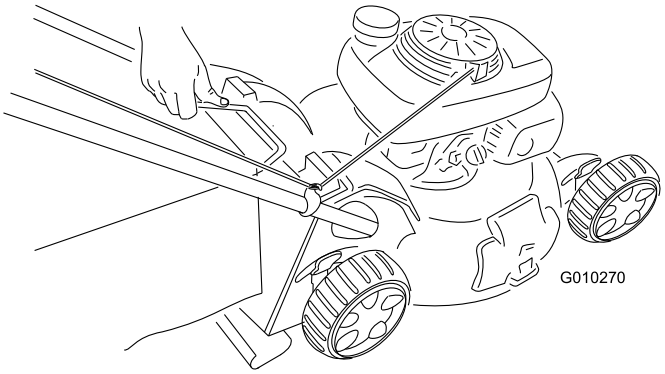

Figur 31
2. Lyft ut gräsuppsamlarens handtag ur skårorna längst upp på maskinen och ta bort uppsamlaren (Figur 31).